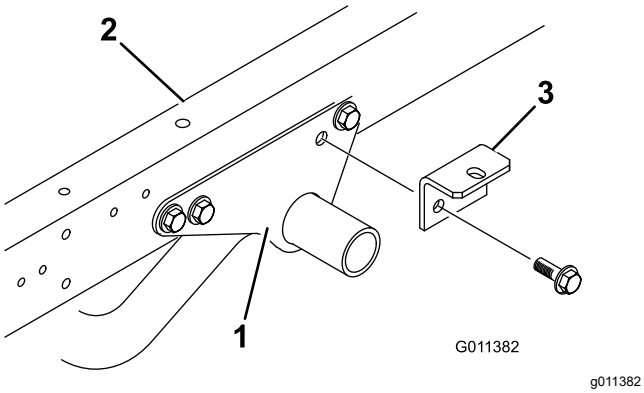

Figur 5
1. Ta bort de två flänshuvudskruvar och flänslåsmuttrar som fäster den bakre delen av varje motorramsfäste på sidan av Workman-fordonets ram (Figur 5).
2. Sätt fast ett redskapsfäste löst på varje motorramsfäste och Workman-fordonets ram med de två flänshuvudskruvar och flänslåsmuttrar som du tog bort i steg 1 (Figur 5).